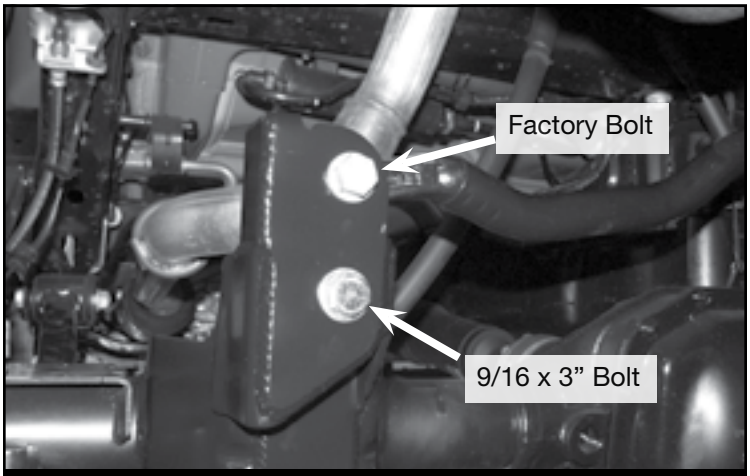

FIGURE 43 - STEP 38
38. Install the supplied 9/16” x 3” bolt, washers and nut along with the FT50592 (sleeve) for the lower track bar bracket hole. Then install the track bar to the new bracket using the factory bolt hardware. Torque both bolts to 153 ft-lbs. **SEE FIGURE 43**